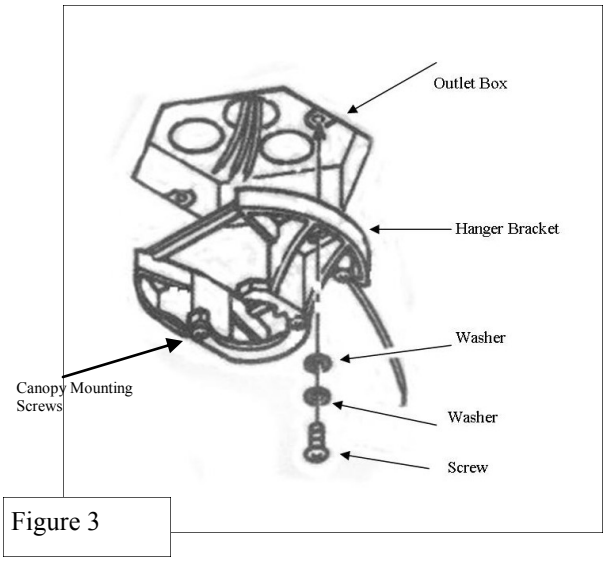

Figure 3
- Loosen the 2 small canopy mounting screws on the downside face of the hanger bracket. Back them out about halfway, this will allow for easier installation of the ceiling canopy later. *(figure 3)*
- Install the hanger bracket on the electrical junction box in the ceiling using 2 machine screws, 2 washers and 2 lock washers. *(figure 3)* The mounting bracket has slotted holes to enable it to move sideways for a proper alignment. Make sure the mounting bracket is centered over the electrical junction box and that it is securely attached. *(figure 3)*